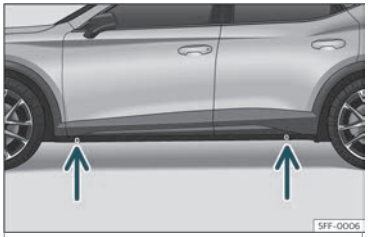

Abb. 38 Aufnahmepunkte für den Wagenheber.
• Suchen Sie am Längsträger die Markierung des Aufnahmepunktes für den Wagenheber (Eindrückung), die dem zu wechselnden Rad am nächsten liegt››› **Abb. 38** .